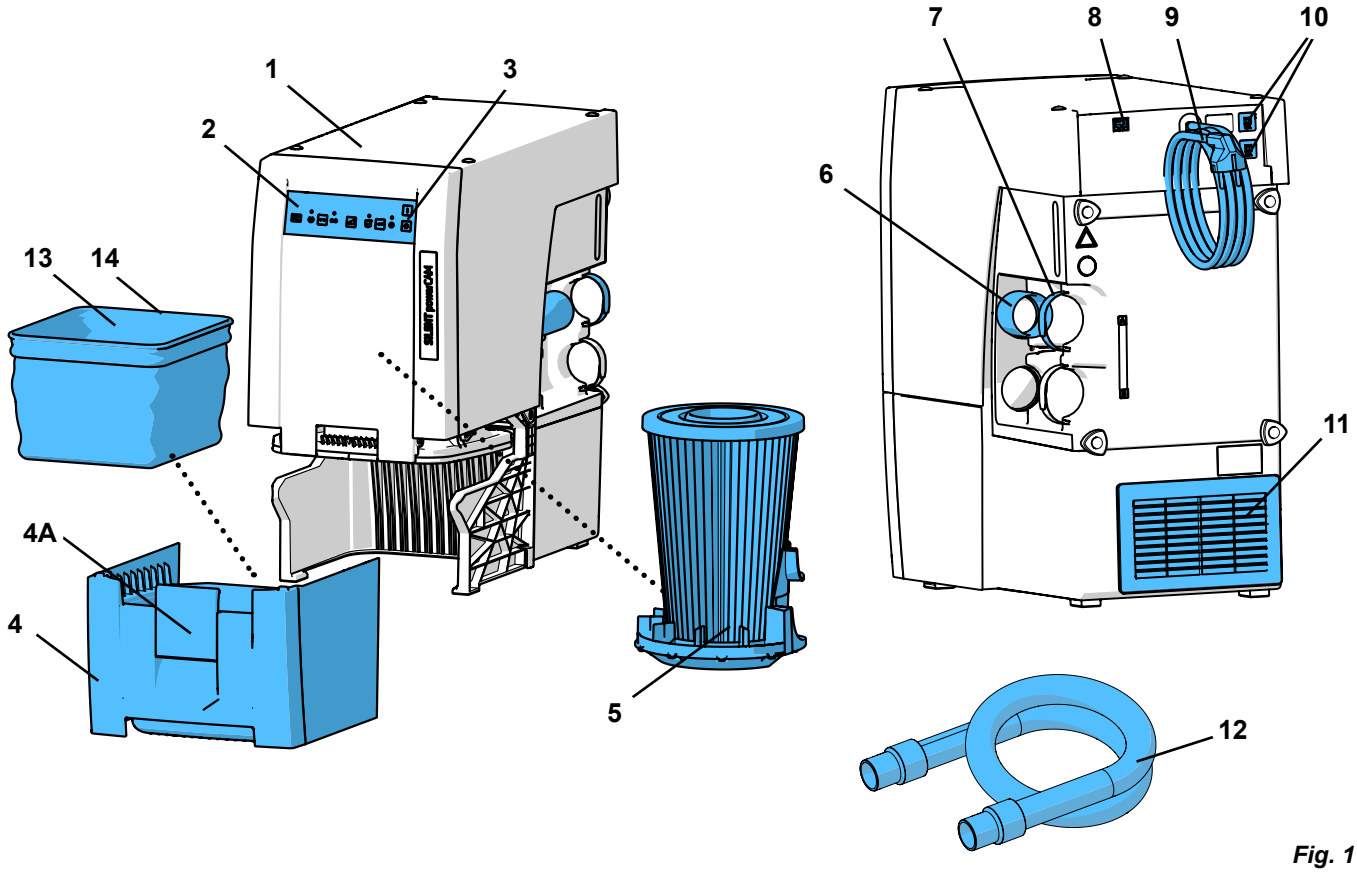

Fig. 1
- **l‘évacuation de l‘air rejeté (11, Fig. 1) ne soit pas entravée.**
- **Conduite externe d‘air (A) (voir chap. 4.6).**
- **Ouverture d‘au moins 250 x 120 mm dans le panneau arrière de l‘armoire (B), directement en face de l‘ouverture d‘évacuation de l‘air rejeté (11, Fig. 1).**
- **Enlever le panneau arrière de l‘armoire (C), espace entre le dos de l‘armoire et le mur : au moins 50 mm.**
⇒ Dérouler le câble d’alimentation (9, Fig. 1) et brancher la fiche secteur dans la prise de courant du bâtiment.